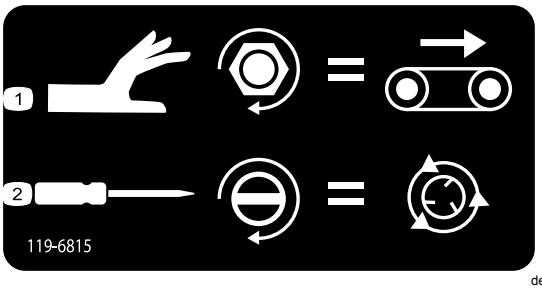

Figur 44
- Du kan justere gulvhastigheten (Figur 44) ved å vri den svarte knotten med urviseren. Maksimal gulvhastighet brukes i det fargekodede driftssystemet, så denne justeringen kan gjøres uten hydraulisk strømning. Dette er mest relevant når du har en beholder full av sand.
- Du kan justere spinnerhastighet (Figur 44) ved å bruke en flathodet skrutrekker, og øke ved å vri med urviseren, eller redusere ved å vri mot urviseren.